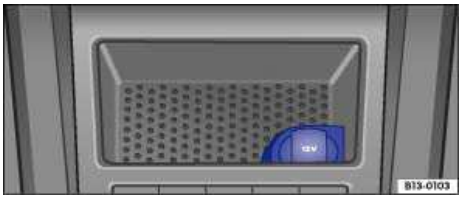

Fig. 122 Front center console: 12 Volt socket in the storage compartment.
- In the storage compartment ⇒ fig. 122 in the lower center console in front of the gear selector lever.